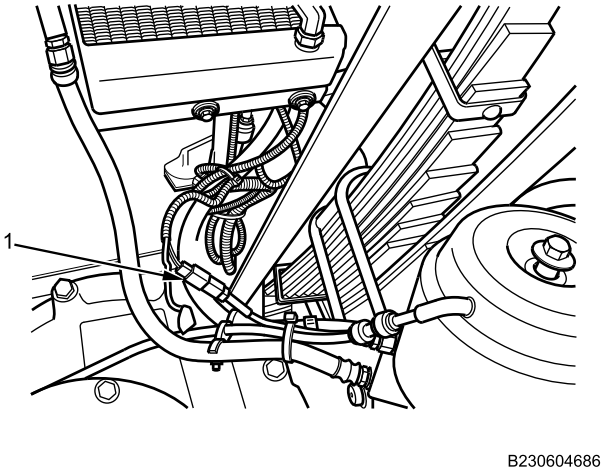

Figure 16. Left Two-Pin Connector.
10. Connect two-pin connector (Figure 16, Item 1) near left rear wheel.